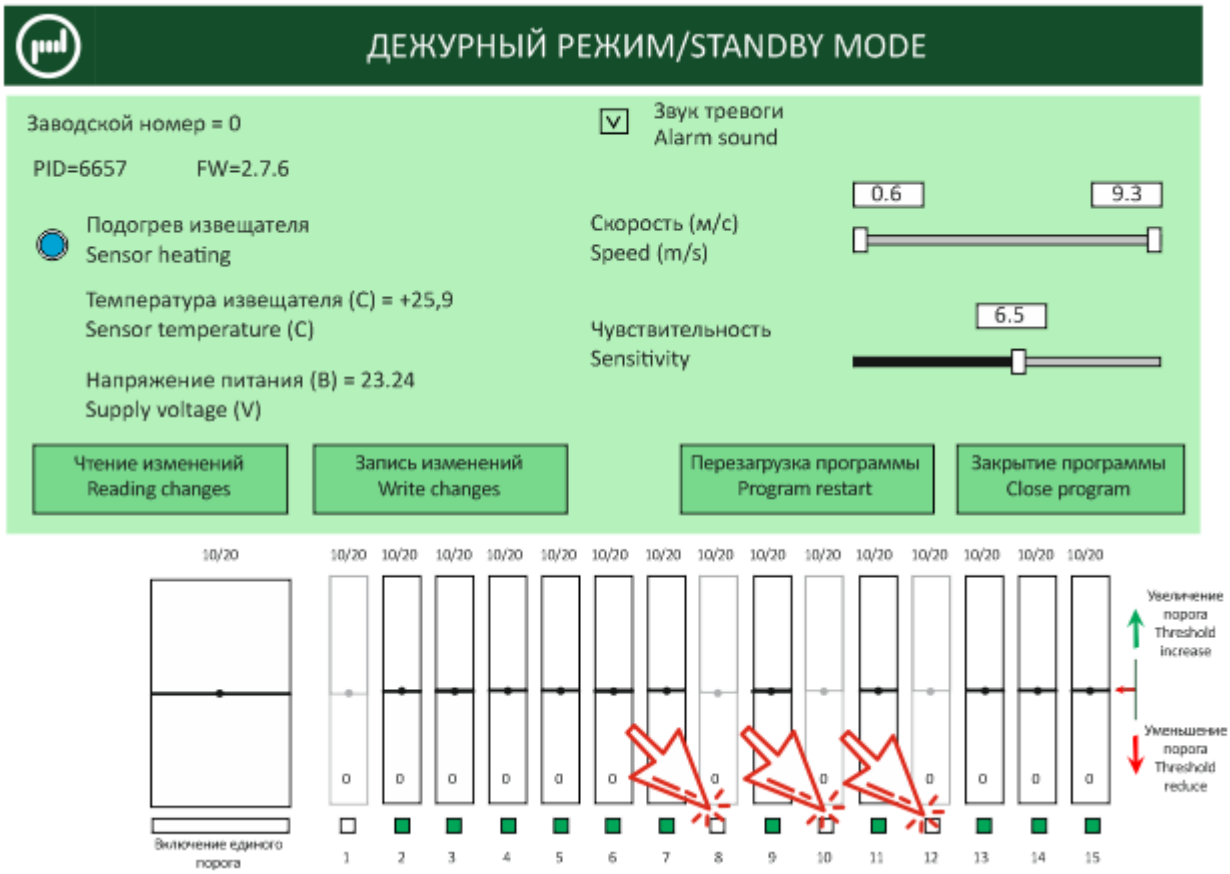

Рис. 11.10
11.2.1.8 Включить или выключить необходимые зоны извещателя (рис.11.10).